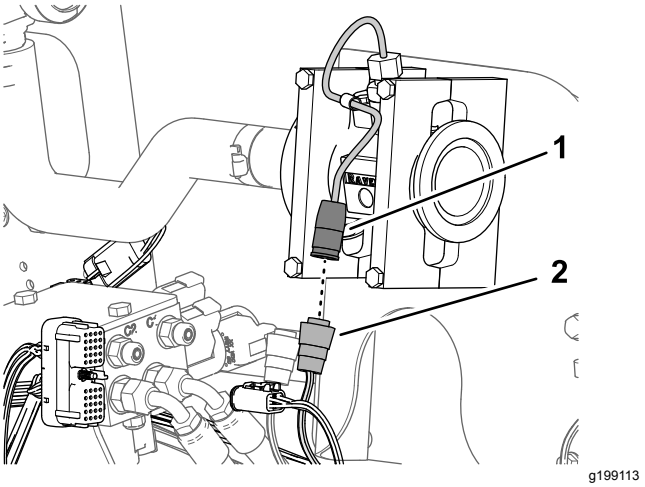

Figuur 85
1. Sluit de elektrische connector van de kabelboomaftakking van 89 cm met aanduiding FLOW METER (vloeistofstroommeter) aan op de stekker met 3 pinnen van de vloeistofstroommeter (Figuur 85).